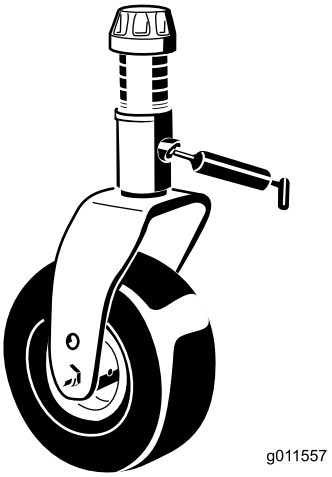

Figura 49
- Casquillo del eje de la horquilla de las ruedas giratorias (1 en cada) (Figura 49)
- Cojinetes del eje de la cuchilla (4).
- Casquillos del pivote del brazo tensor (1) (situados en el brazo tensor)